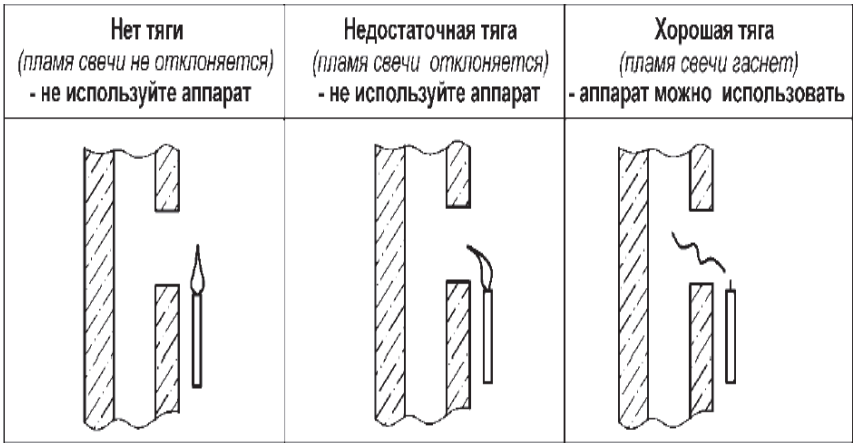

Рис. 15
- Доступный способ проверки наличия тяги в дымоходе без учёта её количественного значения возможен с помощью горящей свечи (рис. 15).